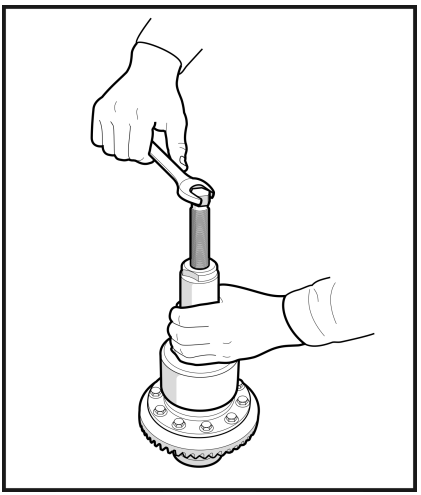

Рис. 6
**1.11** Снимите внутренние обоймы подшипников и регулировочные шайбы с корпуса штатного дифференциала. (**Рис. 6**)